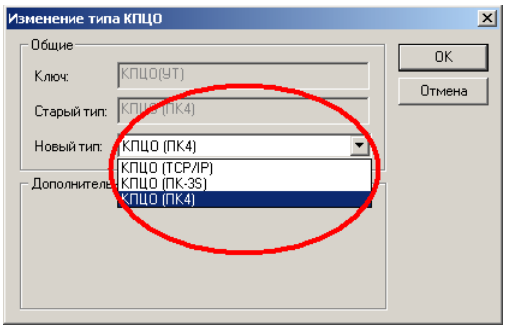

Рис.6.2. установка режима работы КПЦО
- Для подключаемого КПЦО установить режим работы как «ПК4» (см.рис.6.2) или ПК